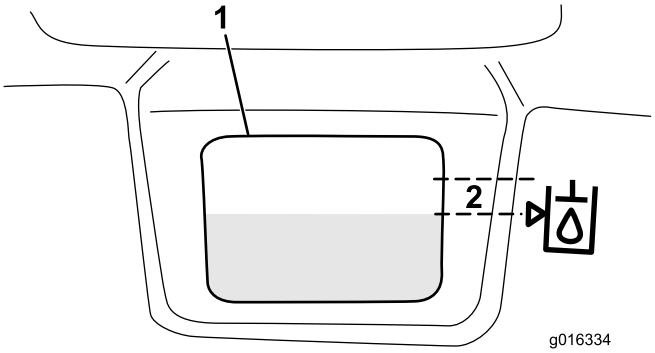

Figur 31
3. Fyll långsamt tanken med lämplig hydraulvätska tills nivån är vid eller inom 6 mm från pilen i symbolen bredvid det vita fönstret på tankens framsida (Figur 31). Fyll inte på för mycket.